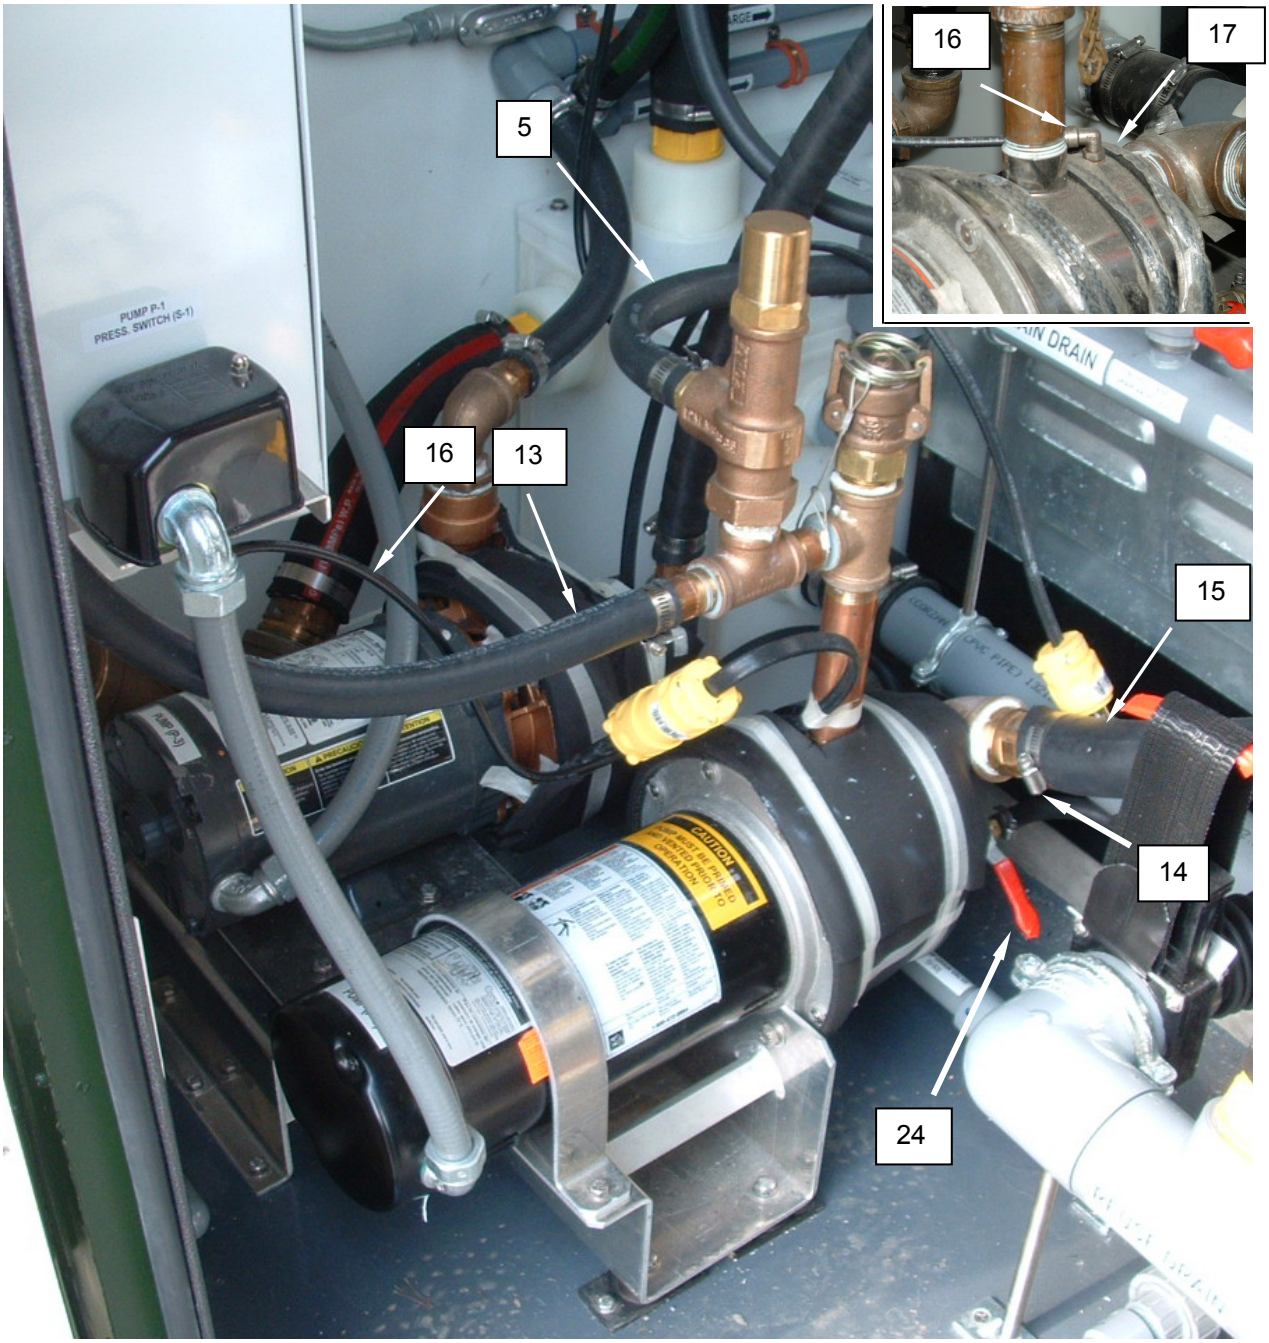

Figure 7. Replace the Pump Seal.
19. Install the pressure switch tubing **(Figure 7, Item 16)** onto the pump casing **(Figure 7, Item 17)** and retain with compression nut.
20. Install the drain hose **(Figure 7, Item 14)** onto the pump casing **(Figure 7, Item 17)** and retain with hose clamp.
21. Install the pump suction hose **(Figure 7, Item 15)** onto the hose barb and retain with hose clamp.
22. Install the pressure relief valve hose **(Figure 7, Item 5)** and retain with hose clamp.
23. Install the discharge hose **(Figure 7, Item 13)** and retain with hose clamp.
25. Close pump drain valve **(Figure 7, Item 24)**. Operate IAW procedures given in TM 10-3510-226-10 and monitor for normal operation.